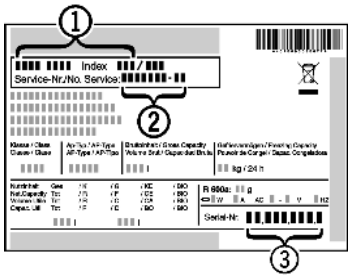

Fig. 10
▶ Read the appliance designation *Fig. 10 (1)*, service No. *Fig. 10 (2)* and serial No. *Fig. 10 (3)* off the type plate located inside the appliance on the left-hand side.
▶ Notify the customer service, specifying the fault, appliance designation *Fig. 10 (1)*, service No. *Fig. 10 (2)* and serial No. *Fig. 10 (3)*.